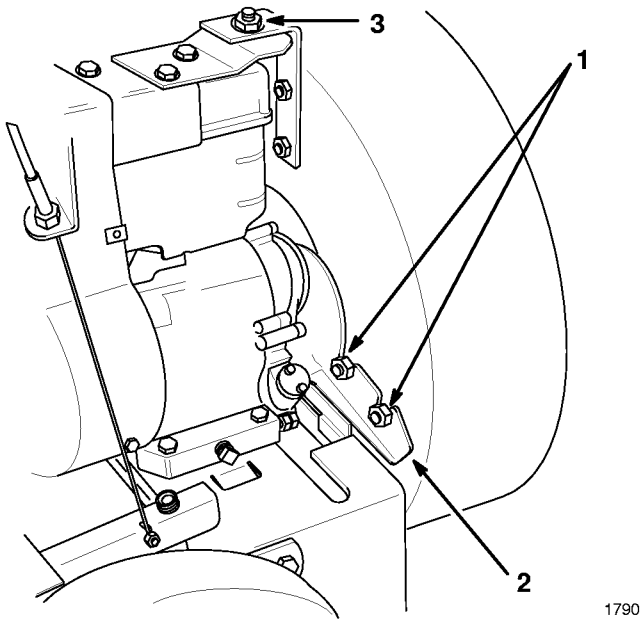

Abbildung 27
7. Die zwei Kontermuttern lösen, mit denen das Gebläsegehäuse am Stabilisierungsträger befestigt ist (Abb. 27).
8. Die Bundmutter zur Befestigung des Gebläsegehäuses entfernen und das Gehäuse so weit anheben, wie es das Laufrad zuläßt (Abb. 27).